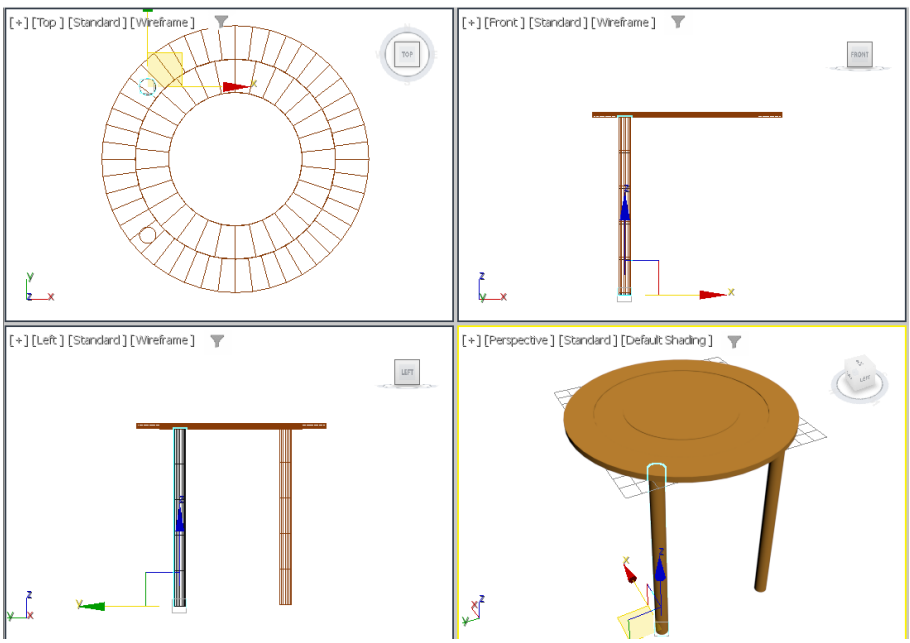

Figure 2-54 *The leg002 created after cloning leg001*
5. Make sure the **Copy** radio button is selected in the **Object** area and 1 is displayed in the **Number of Copies** spinner of the **Clone Options** dialog box. Next, choose the **OK** button; *leg002* is created. Align *leg002* in the viewports, as shown in Figure 2-54.